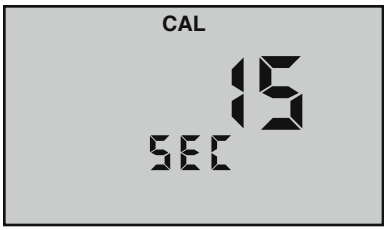

Figure 25
4. Press (CAL MCLR) to initiate. "**CAL**" will be displayed along with "**15 SEC**" or current Auto oFF value (see Figure 25).